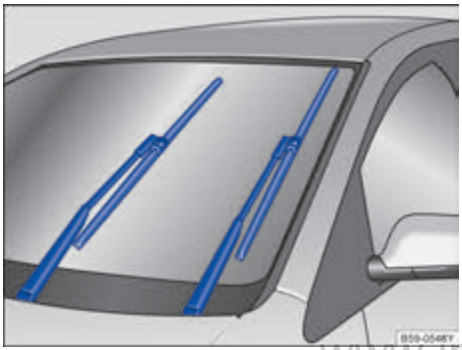

图 136 处于保养位置的刮水片
– 将风窗玻璃刮水器拨杆向下拨至点动刮水位置。使刮水器处于保养位置→ 图 136。